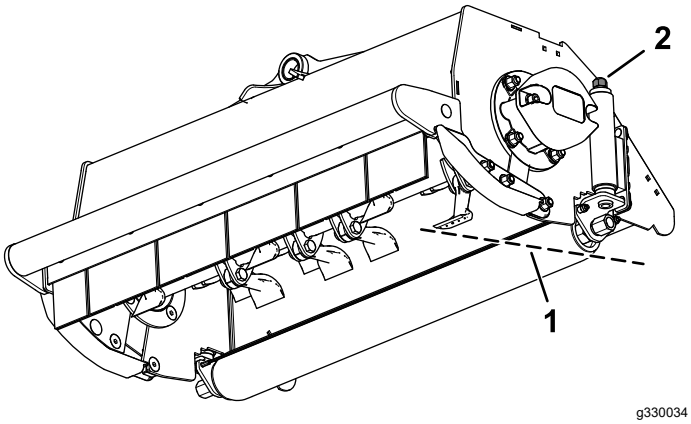

Figuur 26
1. Draai de stelmoer aan beide uiteinden rechtsom om de maaihoogte te verlagen of linksom om de maaihoogte te verhogen (Figuur 26).